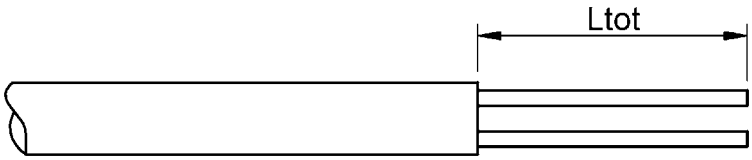

Fig. 1
Step 1.1: If a multicore cable is used, free the inner wires by removing a portion of the outer jacket as per Fig. 1 below. For the exact Ltot length, please refer to the specific configuration (see sections below).